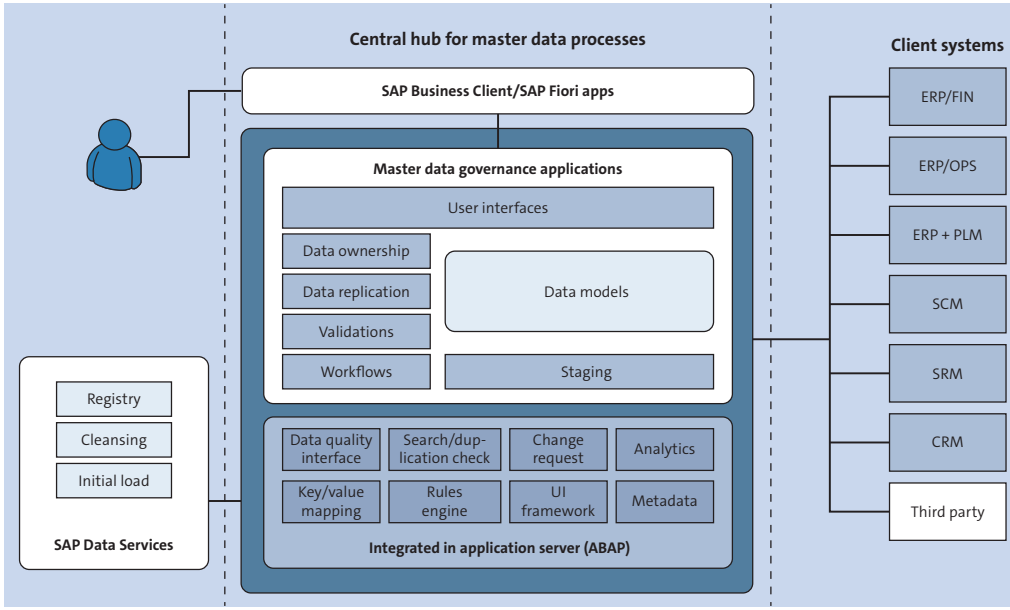

Figure 15.7 Sample Landscape with SAP MDG
- SAP MDG can support codeployment with SAP S/4HANA *and* be deployed as a hub model that distributes data to SAP S/4HANA (as shown in Figure 15.7).